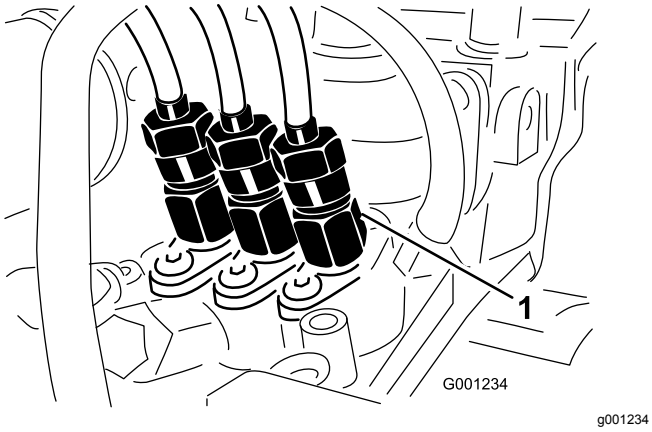

Figuur 53
1. Maak de leidingmoer van verstuiver nr. 1 los op de injectiepomp (Figuur 53).